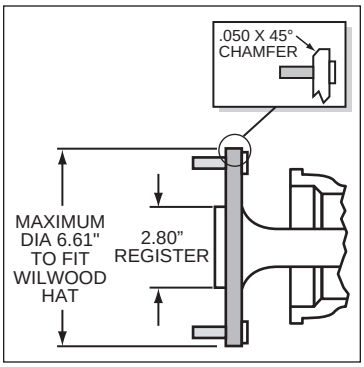

Figure 2. Axle Flange Maximum Dimension
- Axle center register diameter is 2.80", Figure 2. This kit uses Wilwood's removable center register adapters. Rotors can either be centered on the axle register, i.e. *register-centric* or centered on the wheel studs, i.e. *stud-centric.* Due to variations in wheel stud final diameters, *register-centric* centering can be a more accurate method of centering the rotor to the axle. Wilwood offers various diameter adapters for purchase in addition to the ones supplied in this kit, see Table 1.
- Maximum axle flange diameter must be no larger than 6.61" w/.050" x 45° chamfer, Figure 2.